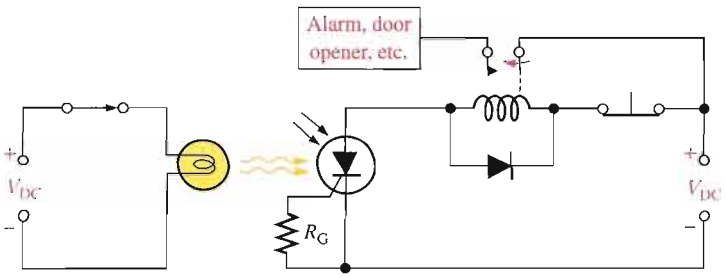

FIGURE 11–54
Figure 11–54 shows a LASCR used to energize a latching relay. The input source turns on the lamp; the resulting incident light triggers the LASCR. The anode current energizes the relay and closes the contact. Notice that the input source is electrically isolated from the rest of the circuit.
2. What is required in Figure 11–54 to turn off the LASCR and de-energize the relay?
The input circuit of an optical coupler is typically an LED, but the output circuit can take several forms, such as the phototransistor shown in Figure 11–55(a). When the input voltage forward-biases the LED, light transmitted to the phototransistor turns it on, producing current through the external load, as shown in Figure 11–55(b). Typical optical couplers are shown in Figure 11–55(c).